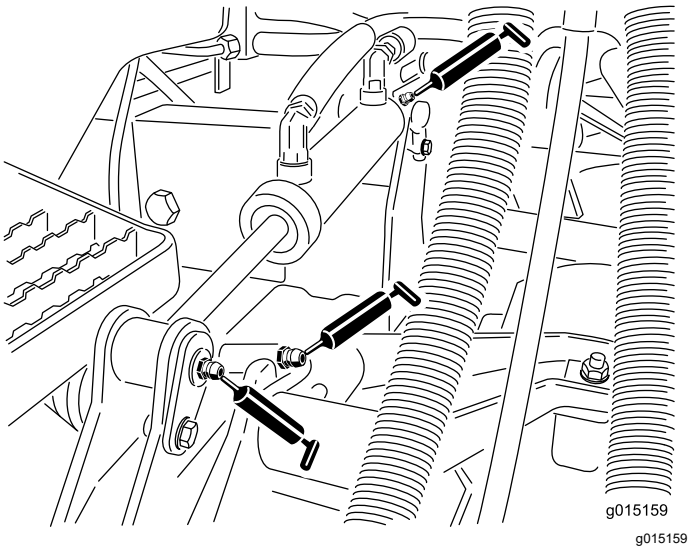

Figur 82
- Løftearmsbøsninger (1 pr. klippeenhed) (Figur 82)
- Løftearmsbøsninger (2 pr. klippeenhed) (Figur 82)